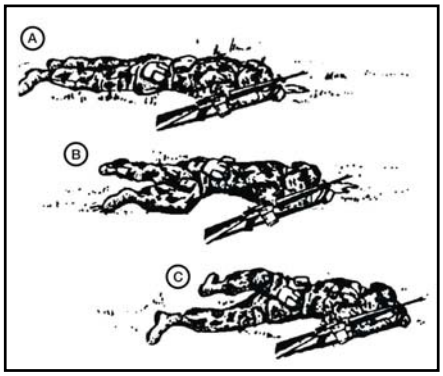

Figure 071-326-0502-3. Low crawl
6. Use the rush to move from one covered position to another when enemy fire allows brief exposure (figure 071-326-0502-4).